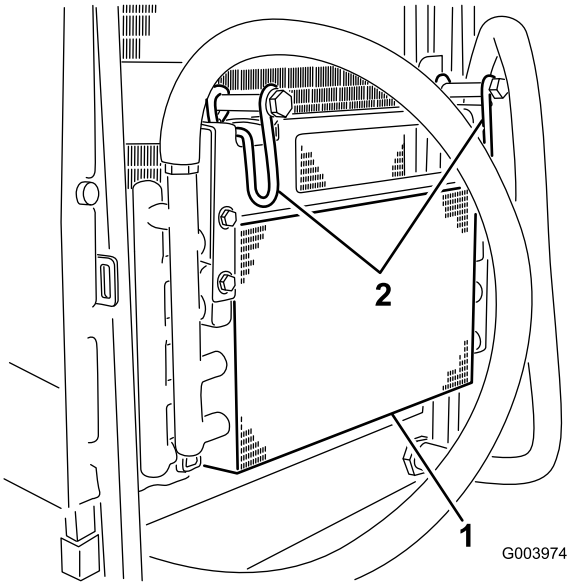

Figura 63
5. Gire los cierres hacia dentro para liberar el enfriador de aceite (Figura 63).